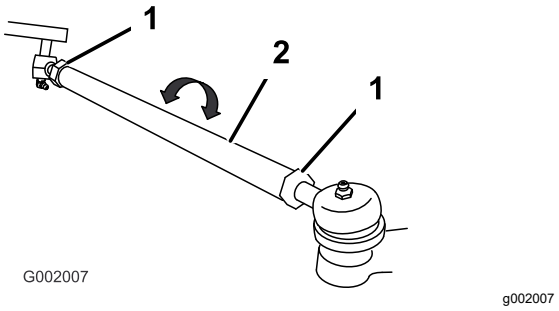

Figura 52
5. Si la distancia no está en el intervalo especificado, afloje las contratuercas en ambos extremos de las bielas (Figura 52).